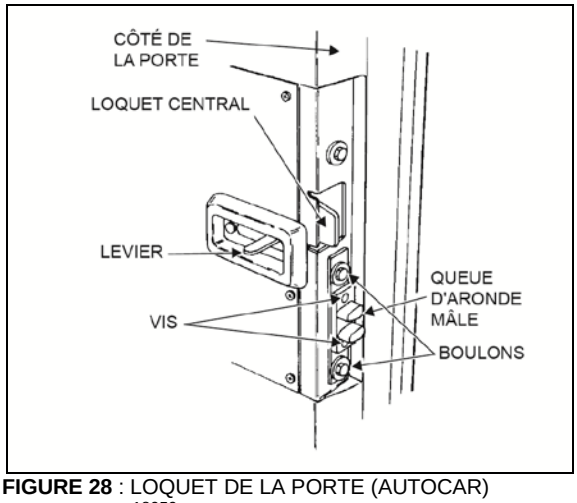

FIGURE 28 : LOQUET DE LA PORTE (AUTOCAR)
5. Pour régler la queue d'aronde mâle sur le côté gauche de la porte, enlever les deux vis et desserrer les deux boulons. Faire glisser la queue d'aronde mâle vers l'intérieur et visser les deux boulons, sans serrer. Fermer doucement, mais fermement la porte, puis l'ouvrir lentement et serrer les deux boulons. Fixer la queue d'aronde à la porte avec des vis. Voir la Figure 28.